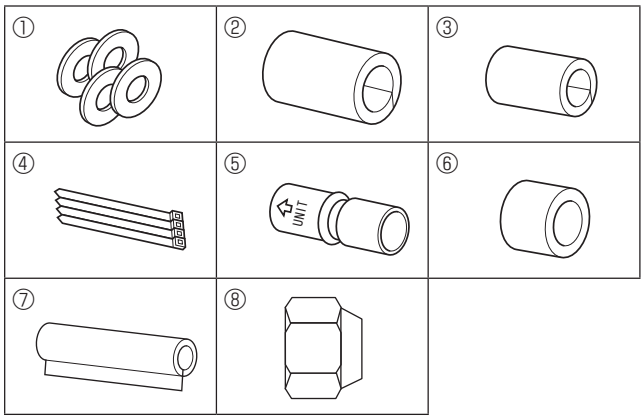

Fig. 3-1
3.1. Zubehörteile der Innenanlage prüfen (Fig. 3-1)